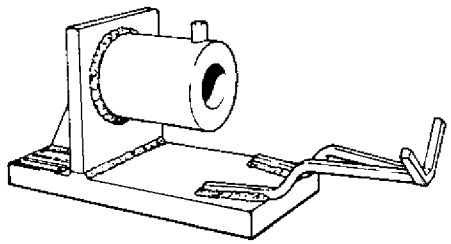
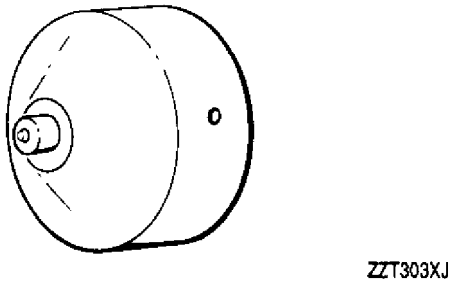

Figure 1. 6797984 Swaging Support
Figure 2. 6797983 Swage Punch
e. Torque nuts to 180−200 lb in. (QA)
f. With bolts substantially backed up, swage the bolt end adequately to retain nut securely using 6797984 swage support (figure 1) and 6797983 punch (figure 2).